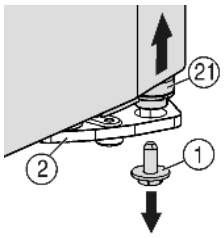
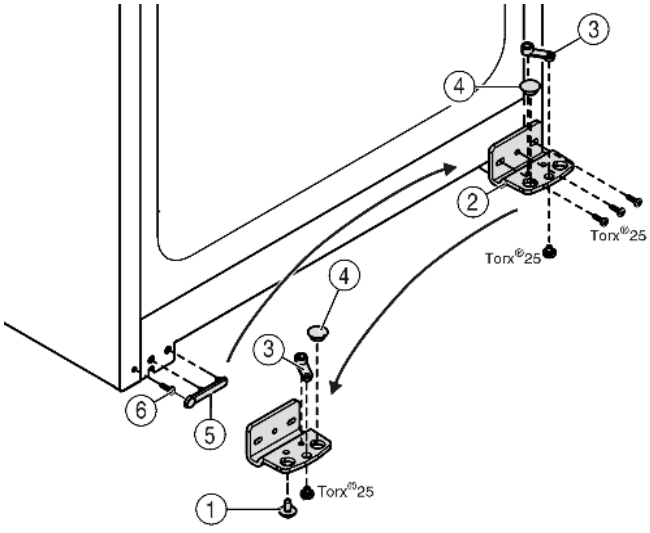

Fig. 6
Fig. 7
- ▷ The bearing pin *Fig. 6 (21)* should come out of the turn hinge *Fig. 7 (2)*.
- ▶ If the bearing bolt *Fig. 6 (21)* doesn't undo press it out from underneath.
- ▶ Unscrew the turn hinge *Fig. 7 (2)*.
- ▶ Unscrew the bearing element, *Fig. 7 (3)* transfer it to the opposite location hole of the turn hinge and screw it firmly into place.
- ▶ Take the stopper *Fig. 7 (4)* out of the turn hinge and transfer it to the receiving hole on the opposite side of the turn hinge.
- ▶ Carefully lift off the cover *Fig. 7 (5)* on the handle side.
- ▶ Undo the screw *Fig. 7 (6)* and transfer it to the opposite side.
- ▶ Put the cover *Fig. 7 (5)* back on.
- ▶ Screw the turn hinge *Fig. 7 (2)* firmly into place on the new hinge side **(with 4 Nm)**, possibly using a power screwdriver.
- ▶ Insert the securing screw *Fig. 6 (1)* at the bottom into the bearing pin and tighten it **(with 4 Nm)**.